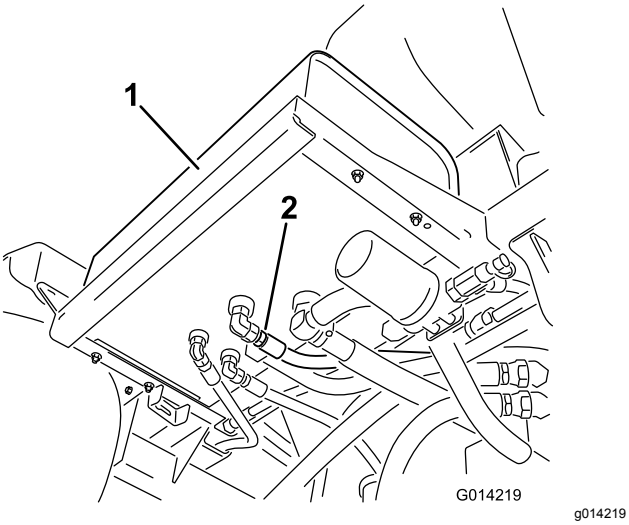

Рисунок 93
2. Очистите зону вокруг штуцера гидравлического шланга в нижней части гидравлического бака (Рисунок 93).
4. Снимите штуцер шланга с бака и дайте рабочей жидкости стечь в поддон (Рисунок 93).